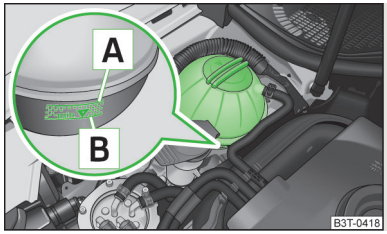

Fig. 165
When refilling, only use the same antifreeze written on the antifreeze expansion tank » Fig. 165 on page 213.
- Do not fill the coolant above the mark A » Fig. 165 on page 213.
› Check the level of coolant in the coolant expansion bottle. » Fig. 165.